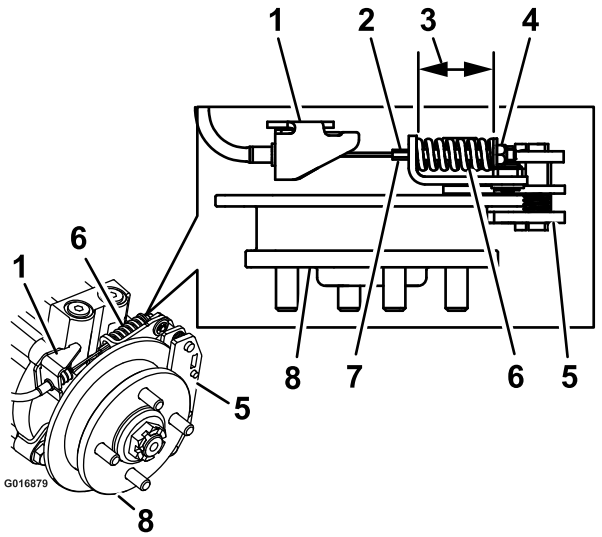

Figur 68
9. Hold gjengestangenden med et verktøy, og juster låsemutteren til fjærlengden er mellom 3,8 og 4,0 cm; Figur 68. Ikke la kabelen vri seg når mutrene løsnes.